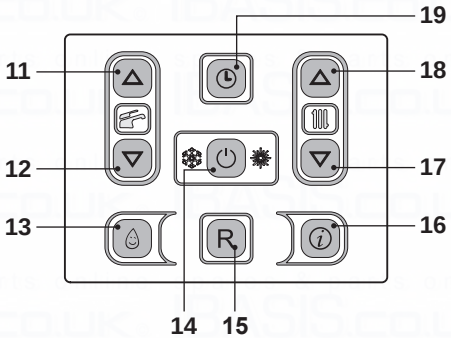

Fig. 2.9
- Press the key 14 for 2 seconds until the symbol appears on the display Fig. 2.9.
The output temperature of c.h. water can be adjusted by acting on keys 17 (reduce) and 18 (increase) (Fig. 2.9) from a minimum of about 25°C to a maximum of about 85°C. Press one of the two keys once to display the "set" value. Press again to access the modification.
However, if the ambient temperature is not comfortable, the flow temperature of the heating plant can be increased or reduced by ± 15°C by acting on keys 17 (reduce) and 18 (increase) (Fig. 2.9).
The heating temperature of the zone valve controlled by a thermostat is configured on the boiler control panel using keys 17 and 18 Fig. 2.9.
The temperature of the d.h.w. can be adjusted by acting on keys 11 (increase) and 12 (reduce) (Fig. 2.9) from a minimum of about 35°C to a maximum of about 60°C. Press one of the two keys once to display the "set" value. Press again to access the modification.